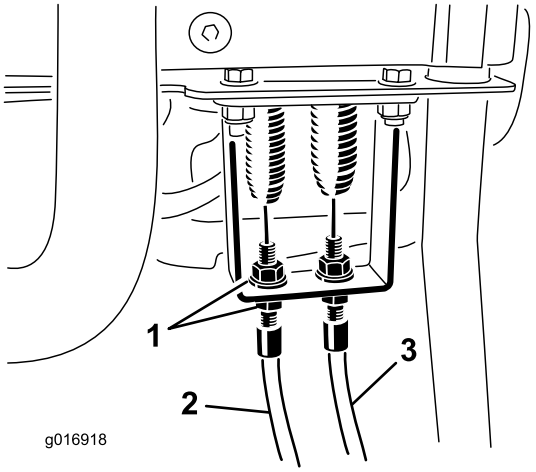
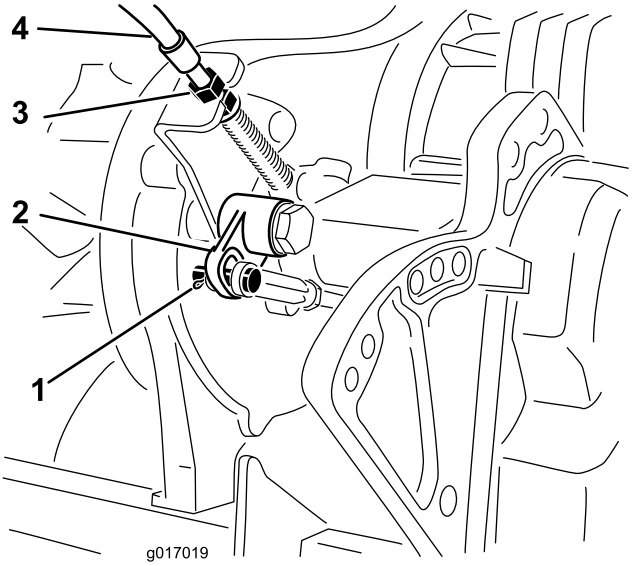

Figura 45
Figura 46
2. Compruebe que no hay holgura en el cable de control de tracción, en el muelle de extensión (Figura 45). Si hay holgura, ajuste las contratuercas en el soporte (Figura 46) hasta eliminar la holgura en el cable sin alargar el muelle.
4. Retire el pasador y la chaveta que sujetan la horquilla de la varilla a la palanca acodada. Desconecte la horquilla de la palanca acodada (Figura 46).
7. En el soporte (Figura 46), ajuste las contratuercas del cable para reducir la distancia a la palanca para compensar la modificación anterior.
8. Ajuste las contratuercas del cable en el soporte para eliminar la holgura del cable sin alargar el muelle (Figura 45).
3. En el soporte de la palanca de control, afloje el cable de control del molinete hasta que haya holgura en el cable (Figura 45).